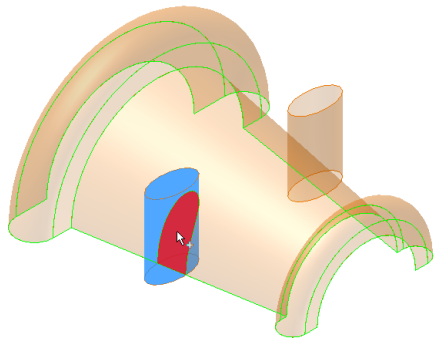

Figure 18-56 *Trimming the base surface*
2. Select the portion common between the base surface and the extruded surface as the portion to be trimmed, as shown in Figure 18-56. Choose **OK** from the dialog box.